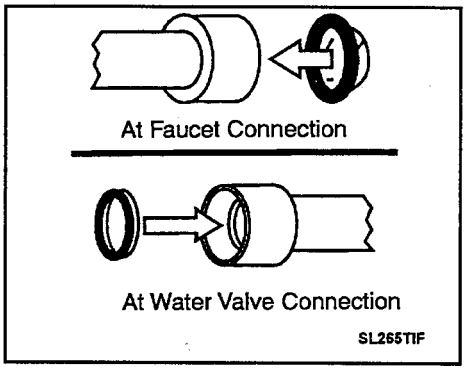

Figure 1-8
11. Connect inlet hoses to water supply using screen washers at faucet connections, with the domed plastic screen facing the faucet ***(Figure 1-8).*** Tighten hose connections by hand until snug. Then, turn another 2/3 of a turn with the pliers.